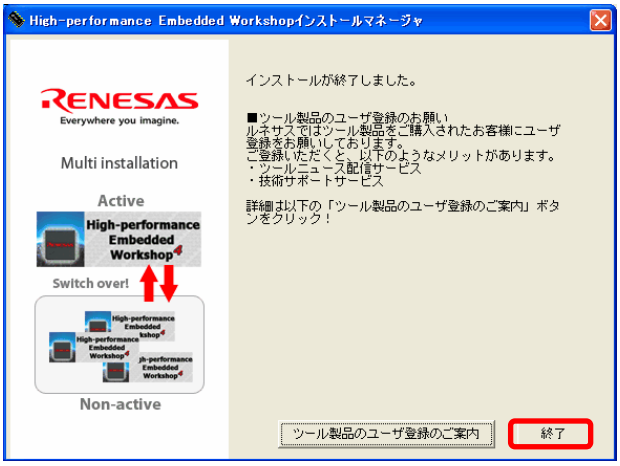

図 3.8　インストール終了
(9) すべてのソフトウェアのインストールが完了すると、図 3.8のダイアログが表示されます。この後、「ツール製品のユーザ登録のご案内」ボタンを押して、ルネサスのWebサイトからユーザ登録をすることもできます。本資料では、ユーザ登録手順の説明は省略し、[終了]ボタンを押してインストールを終了します。